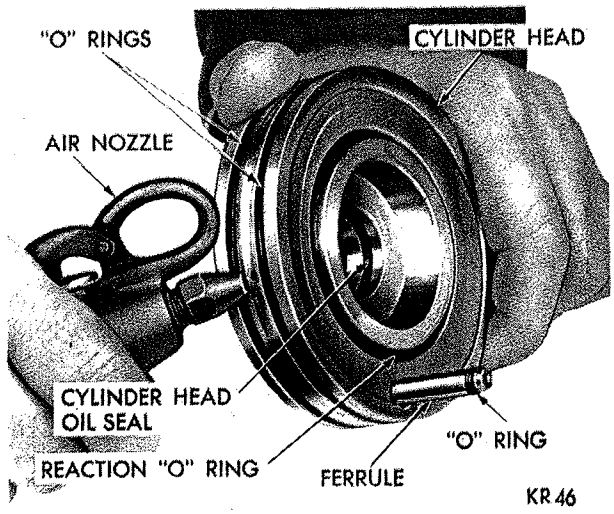

*Fig. 16—Removing Reaction Ring from Cylinder Head*
(16) Hold wormshaft from turning, then turn nut with sufficient force to release staked portions from knurled section and remove nut.
(17) Remove upper thrust bearing race (thin) and uppper thrust bearing.
(18) Remove center bearing race.
(19) Remove lower thrust bearing and lower thrust bearing race (thick).
(20) Remove lower reaction ring and reaction spring.
(21) Remove cylinder head assembly.
(22) Remove two "O" rings in two outer grooves in cylinder head.
(23) Remove reaction "O" ring from groove in face of cylinder head with air pressure directed into oil hole located between two "O" ring grooves (Fig. 16).